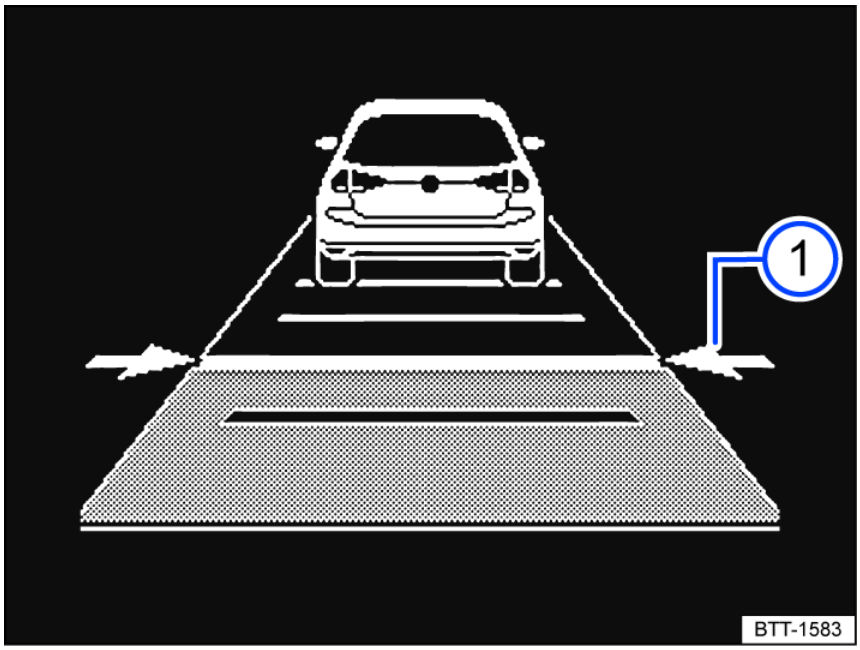

Fig. 101 In the instrument cluster display: set distance (1) (general example, ACC is regulating).
The instrument cluster display shows the selected level *fig. 101* (1). Heed the country-specific regulations for minimum distance.